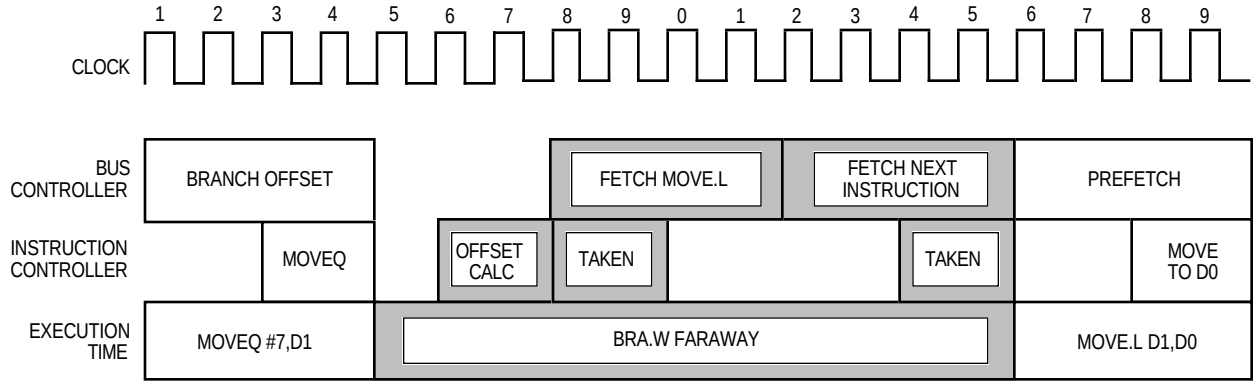

Figure 5-36. Example 3—Branch Negative Tail
5.7.2.3 TIMING EXAMPLE 3—NEGATIVE TAILS. This example (see Figure 5-36) shows how to use negative tail figures for branches and other change-of-flow instructions. In this example, bus speed is assumed to be four clocks per access. Instruction three is at the branch destination.